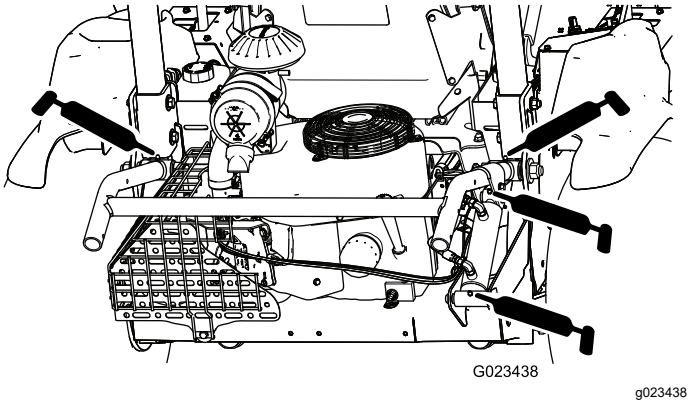

**Figuur 31**
- Liftsysteem van werktuig (4)—Figuur 31